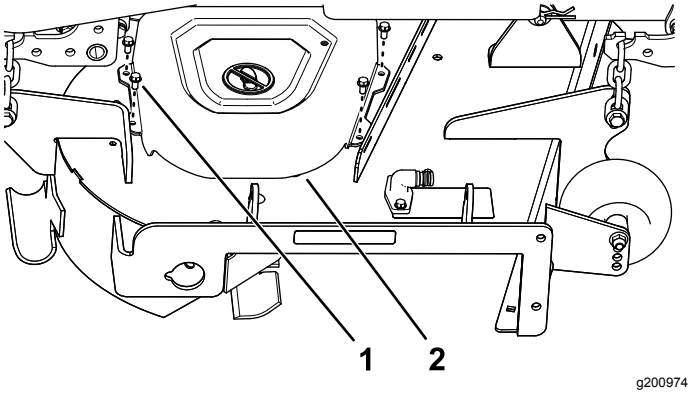

Figur 7
3. Fjern de 4 skruer (¼" x ½"), der fastgør højre remskærm, og afmonter remskærmen (Figur 7).